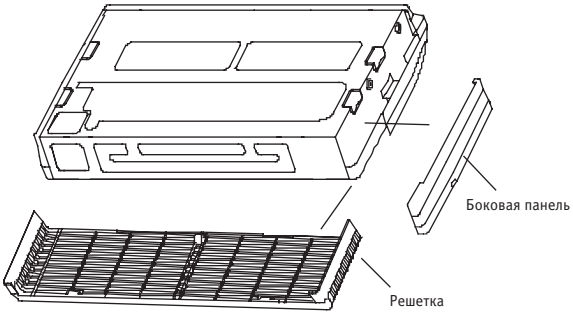

Рис. 49-9
1. Снимите боковую панель и решетку (см. рис. 49-9). В моделях мощностью 48000 и 60000 БТЕ/ч снимать решетку не требуется.